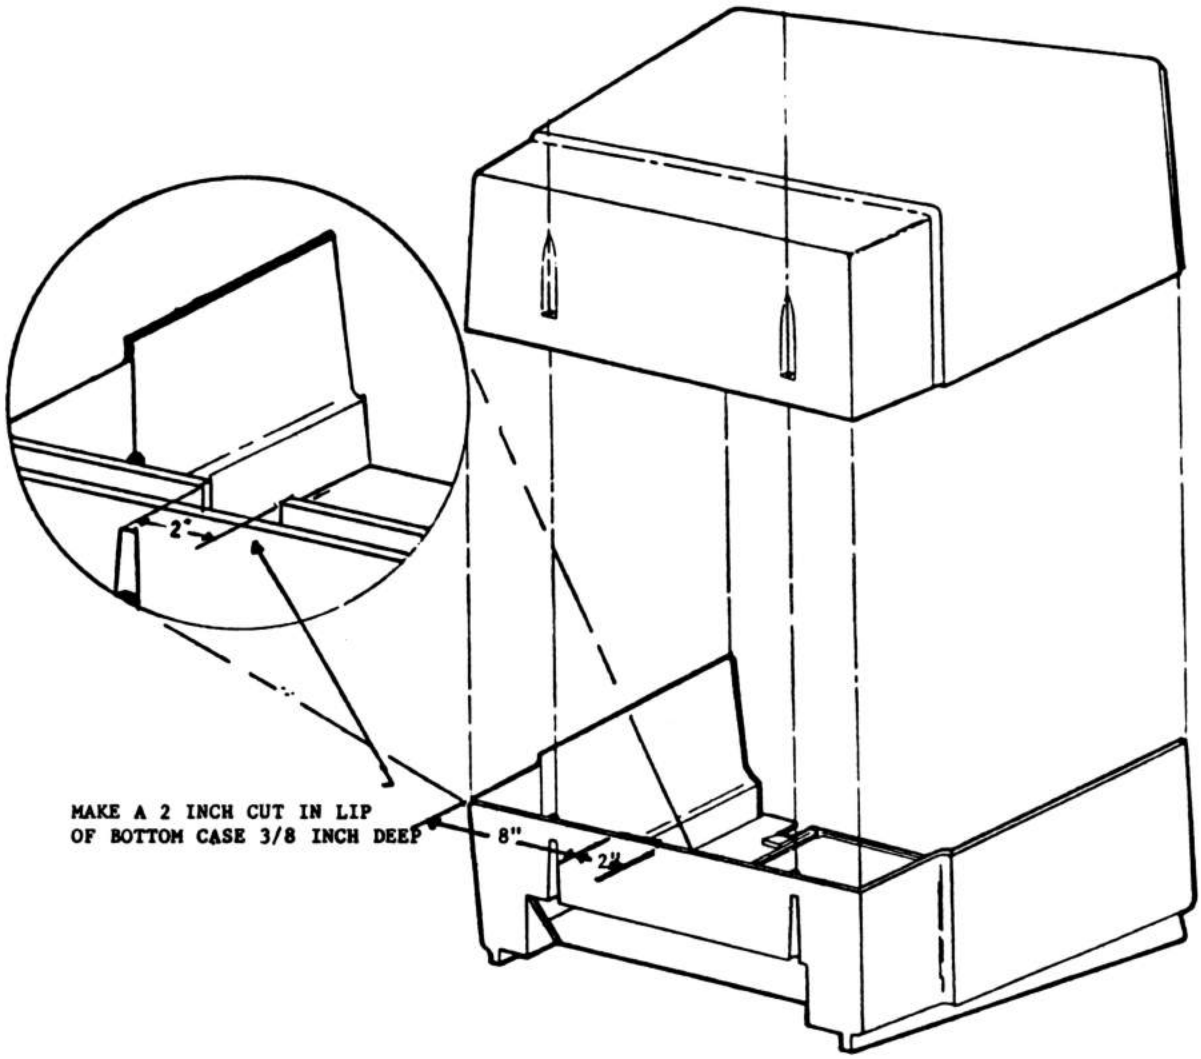

Figure 1.
2. (Refer to figure 1.) Measure 8" inches from left side (drive side) make a 3/8" inch deep cut, then measure 2" inches from first cut, and make another 3/8" inch deep cut. Cut away the two inches of plastic between the cuts. Clean the notch and make it smooth as possible.
3. Install Multi-terminal Interface board in #4 slot of card cage **(count from the Z-80 CPU board to the left.)** The proper slot positions should be filled as follows: (1) Z-80 CPU Board (2) FDC Board (3) Hard Drive Interface Board (4) Multi-terminal Interface Board (5) Video Board (6) 64K Memory Board (7) 68000 CPU Board (8) 16-Bit Memory Board, reading from right to left as you are facing the rear of unit looking at the card cage. If there is a board in #4 slot move all boards to the left leaving the #4 slot open for the multi-terminal board.